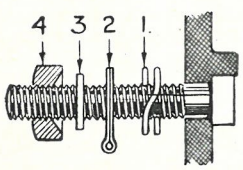

Fig. B.3.
All four connections, namely the two ends of the earthing tag and the two ends of the coil, should be soldered. The coil end leading to the terminal should be soldered to its tag and not to the retaining nut. In the case of the terminal screw which holds the bakelite cover in position, similar considerations apply, the assembly being :—Spring washer (1), wiring tag (2), lead washer (3), and recessed nut (4), see Fig. B.3. A lead washer has been found necessary at this point as some few cases of bad connection have been found. Under no circumstances must the spring washer be omitted, or the assembly shortened in any way. Any attempt to do so is likely to lead to breakage of the pedestal when the nut retaining the cover in position is tightened up.